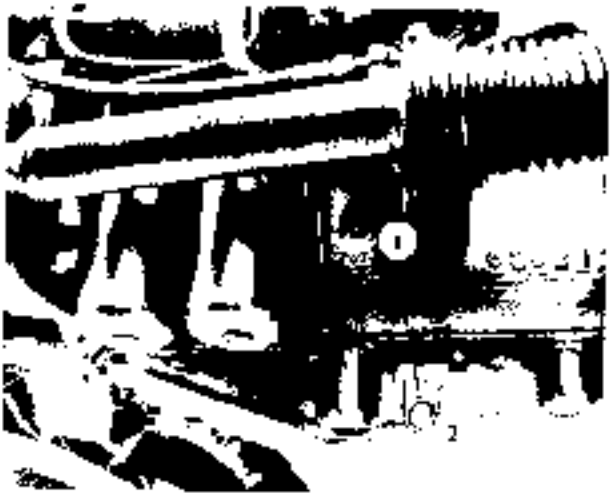

Fig. 7
6. Engine oil check gauge (Fig. 7/1).